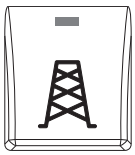

Figure 3-45. Utility Mode Button
10. See *Figure 3-45*. On controller, activate utility mode by pushing the Utility Mode button.